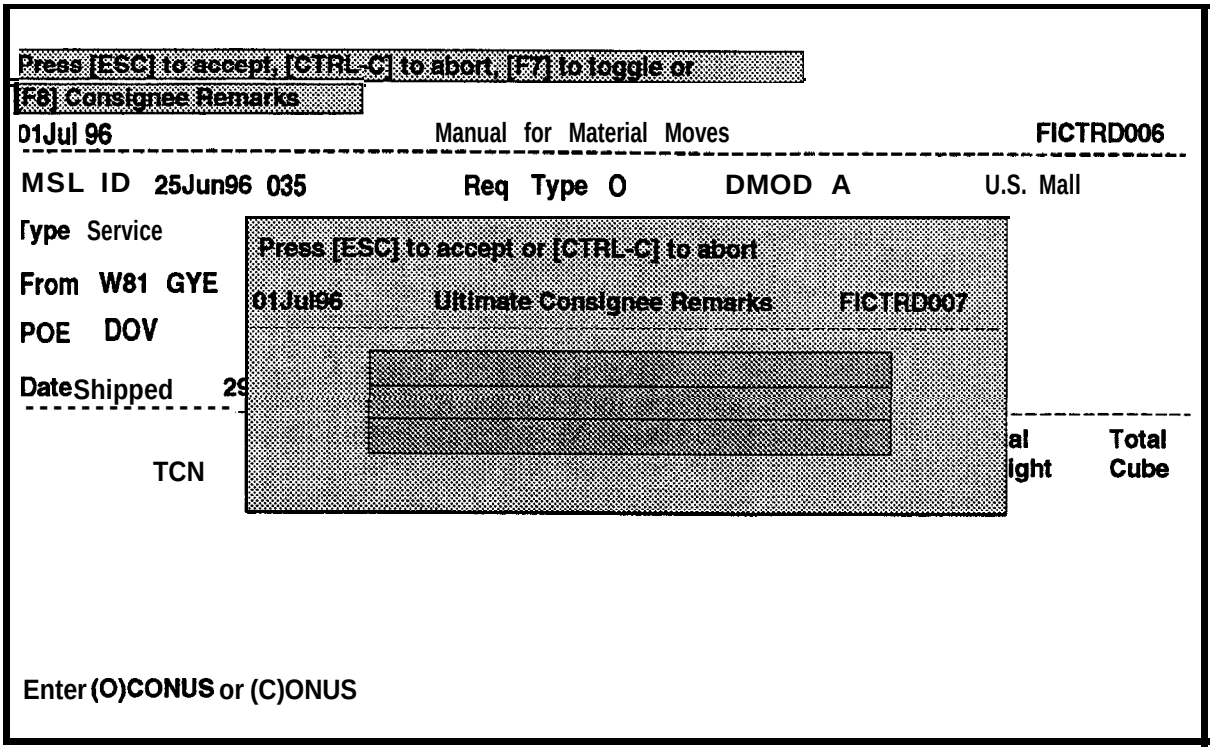

Figure 9-12. Ultimate Consignee Remarks Window on the Manual for Material Moves Screen
(1) As necessary, press **RETURN** until the cursor is in the field where you want to make a change.
(2) Enter the **correct** data by typing over the existing data, and press **RETURN.**
(3) Repeat the procedures in paragraphs **(1)** and (2) above until all corrections have been made.
e. Use the following procedures to access the Ultimate Consignee Remarks window shown in Figure 9-12.
(1) Use the cursor control keys to highlight the desired TCN.
(2) Press **F8** and the cursor **will** move to **the Ultimate Consignee Remarks** field.
(3) Enter the desired remarks.